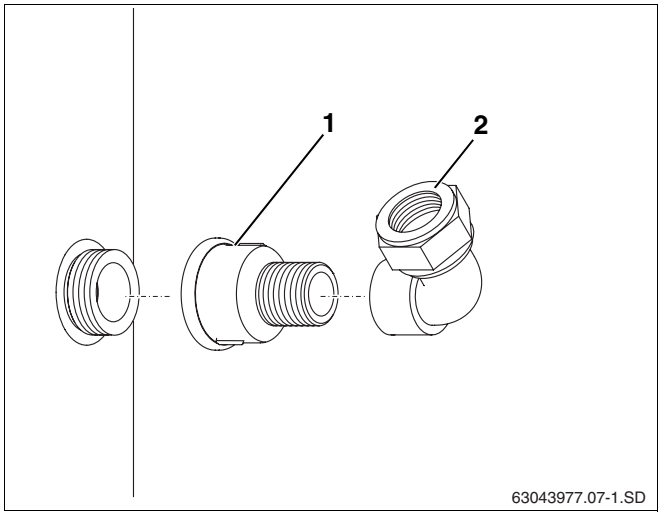

Afb. 6 Verloopmof en klemkniekoppeling aan boiler monteren
- Monteer de verloopmof (afb. 6, **pos. 1**) en klemkniekoppeling (afb. 6, **pos. 2**) aan de boiler.